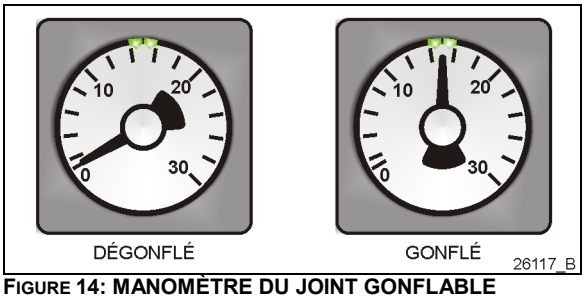

FIGURE 14: MANOMÈTRE DU JOINT GONFLABLE
4. Finalement, le joint gonflable peut être regonflé en tournant la poignée de la soupape dans le sens antihoraire. Vérifier le manomètre du régulateur de pression du joint gonflable pour voir si la pression augmente jusqu'à environ 15 psi. (Figure 14). L'aiguille du manomètre doit être placée entre les deux petits repères verts du cadran
7. Finalement, le joint gonflable peut être regonflé en tournant la poignée de la soupape dans le sens antihoraire. Vérifier le manomètre du régulateur de pression du joint gonflable pour voir si la pression augmente jusqu'à 15 psi (Figure 14).